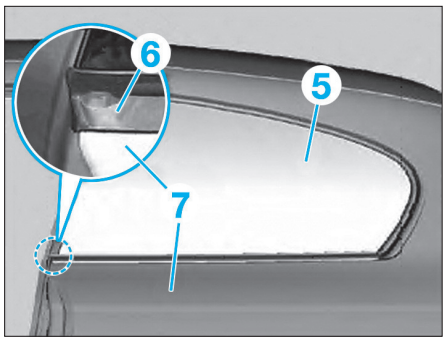

FIG. 10
• Positionner la custode (5) dans un premier temps en bas avec le surmoulage en PVC (7) **(Fig.10)**.